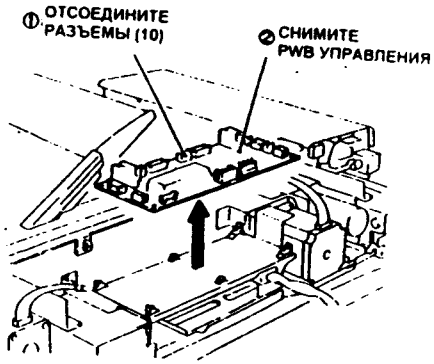

Рис. 1
3. (Рис. 1): Снимите PWB управления DADF.